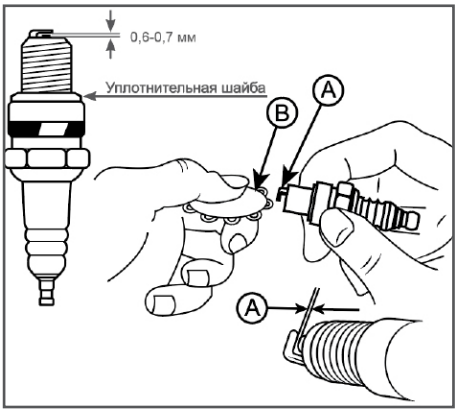

Рис. 23 Проверка зазора между электродами
4. Измерьте зазор между электродами свечи зажигания специальным щупом. Зазор должен быть 0,6-0,7 мм (Рис. 23). При увеличении или уменьшении требуемого зазора рекомендуется заменить свечу, так как регулировка зазора может привести к изменению качества искрообразования.